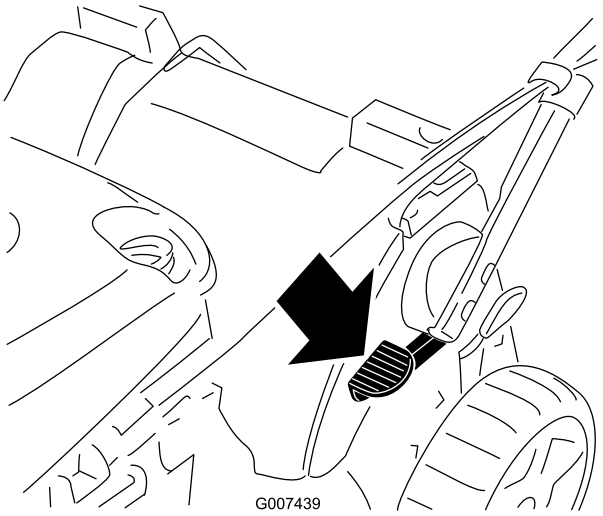

Figur 47
1. Trå på fotpedalen og hold den nede (Figur 47).